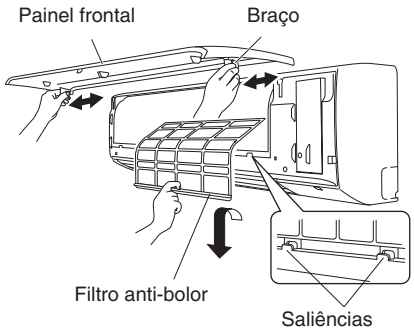

Fig. 3-12
Se estiver a ser difícil retirar o painel frontal, segure ambas as extremidades e levante-o ligeiramente. Mova-o para a esquerda e liberte o braço esquerdo e, em seguida, mova-o para a direita e liberte o braço direito. (Fig. 3-12)
(2) Levante ligeiramente o filtro anti-bolor para libertá-lo das saliências na unidade e, em seguida, empurre para baixo de modo a retirar o filtro da unidade. (Fig. 3-12)